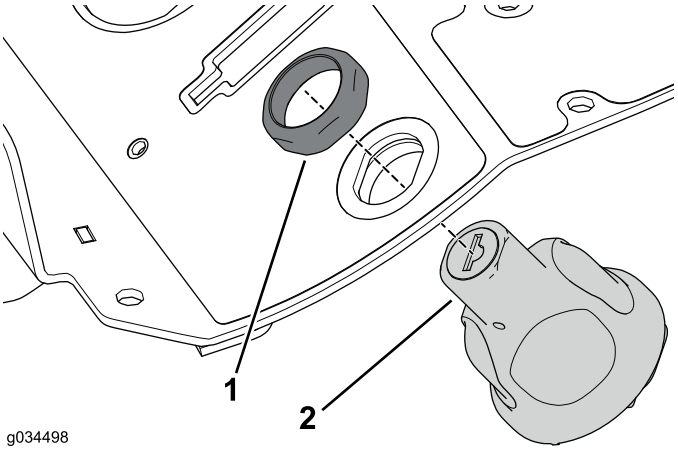

Figur 13
4. Fjern holdemutteren på tenningsbryteren for å fjerne den fra konsollenheten (Figur 13).